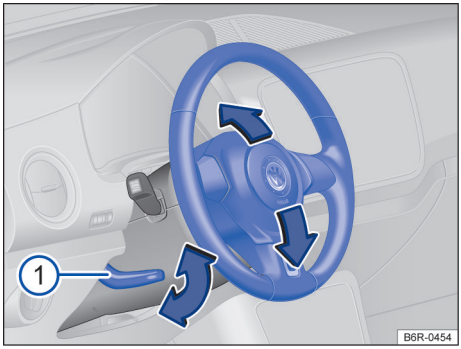

Fig. 59 Embaixo e a esquerda do volante junto com o revestimento da coluna de direção: alavanca de ajuste da posição do volante.
– Empurrar a alavanca para baixo segurando-a pelo seu manípulo → Fig. 59 ①.